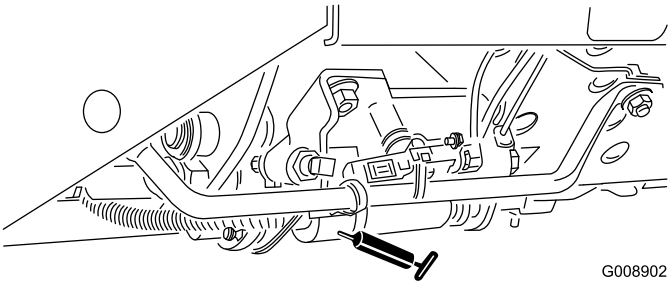

**Figur 55**
- Klippe/transportskyder (Figur 55)